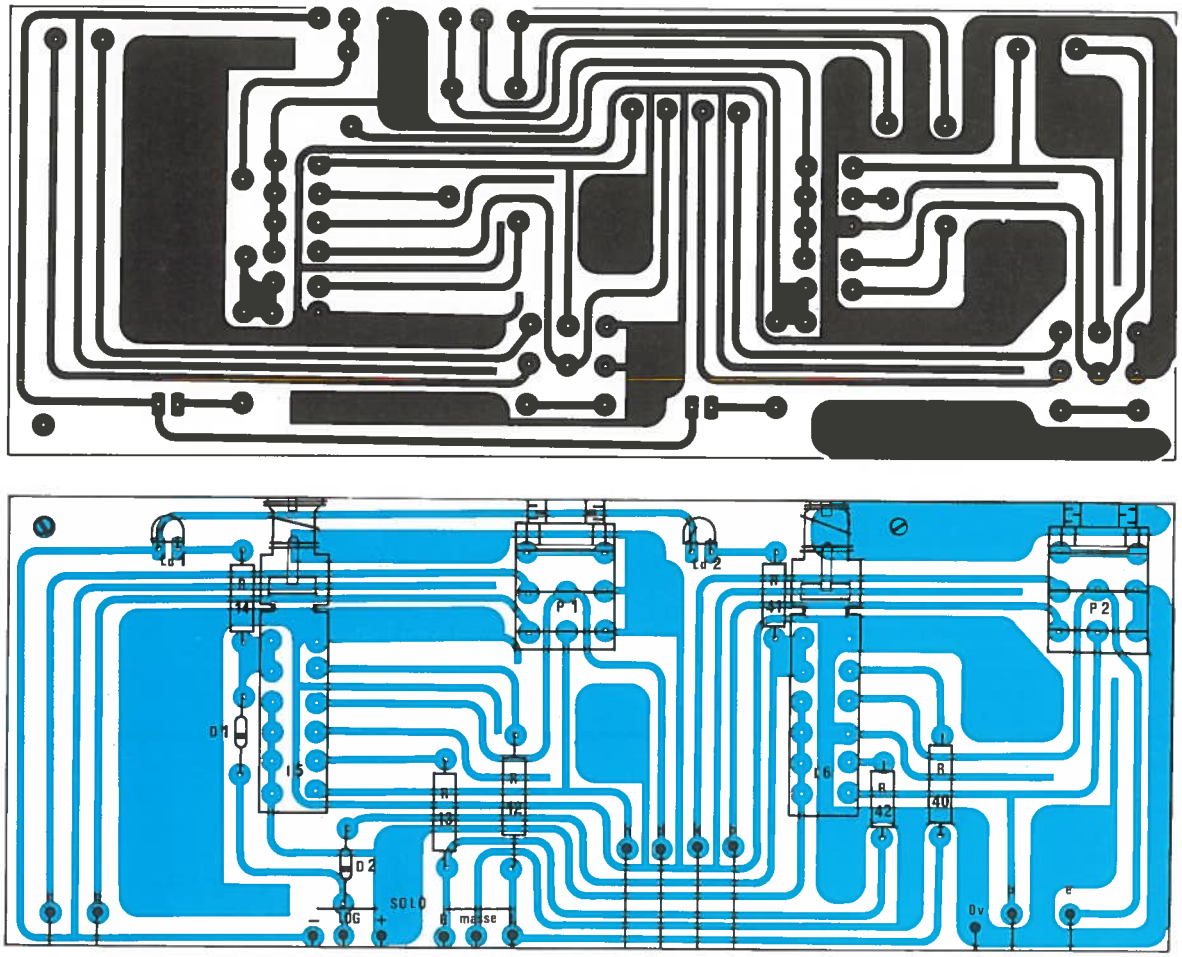

Figure 6/11 - Carte passive principale
Le premier circuit imprimé (**figure 6/11**), supporte les commandes SOLO, les LED, et les deux potentiomètres de volume.
La seconde carte (**figure 6/12**) porte les interrupteurs I_1 à I_4, qui sont les clés de choix et de mise en mono. I_1 et I_3 sont surmontés chacun d'un bouton « œil de chat ». Ici aussi il existe une convention : on considère — au repos — que tous les départs sont PRE Fader (FB) et que le fait d'appuyer sur une de ces touches transforme le ligne en POST Fader (Echo).